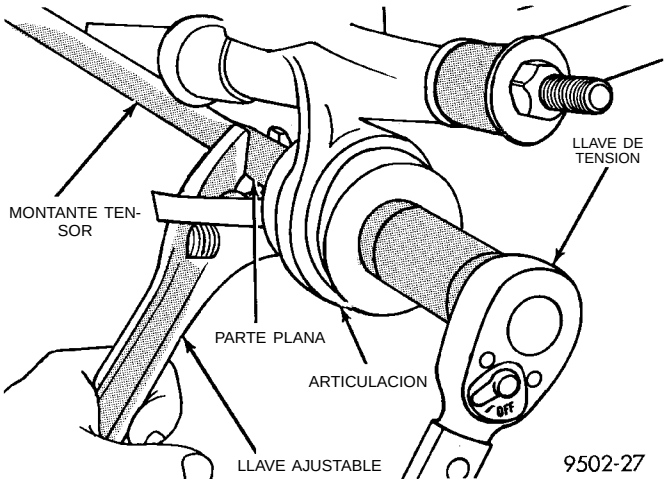

Fig. 20 Torsión de la tuerca del montante tensor
(5) Sostenga con una llave grande ajustable la parte plana del montante tensor para evitar que éste gire, (Fig. 20) y después apriete la tuerca del montante tensor con una torsión de 95 N·m (70 lbs. pie).